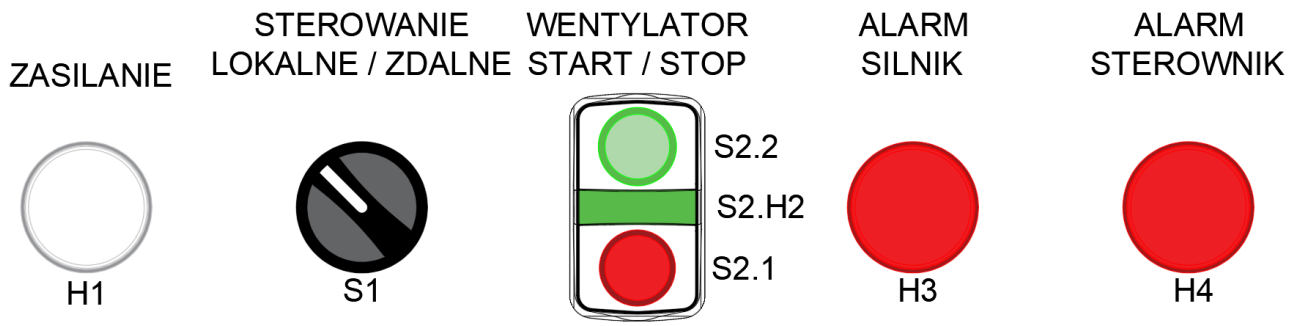
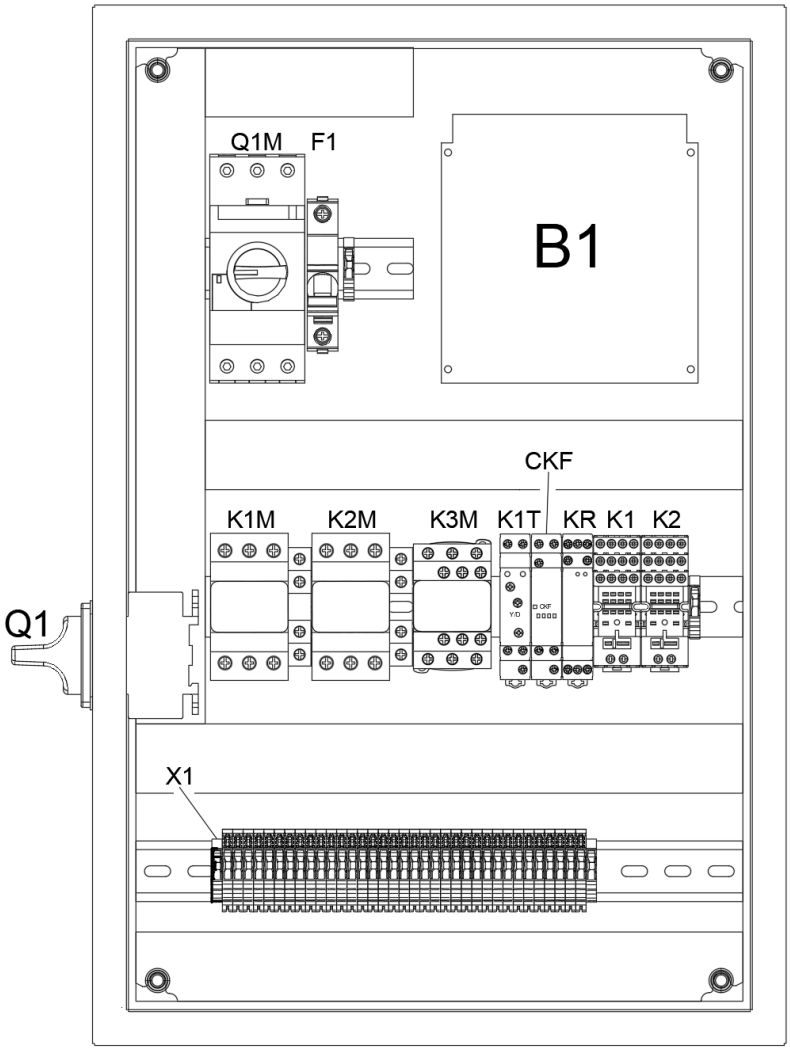
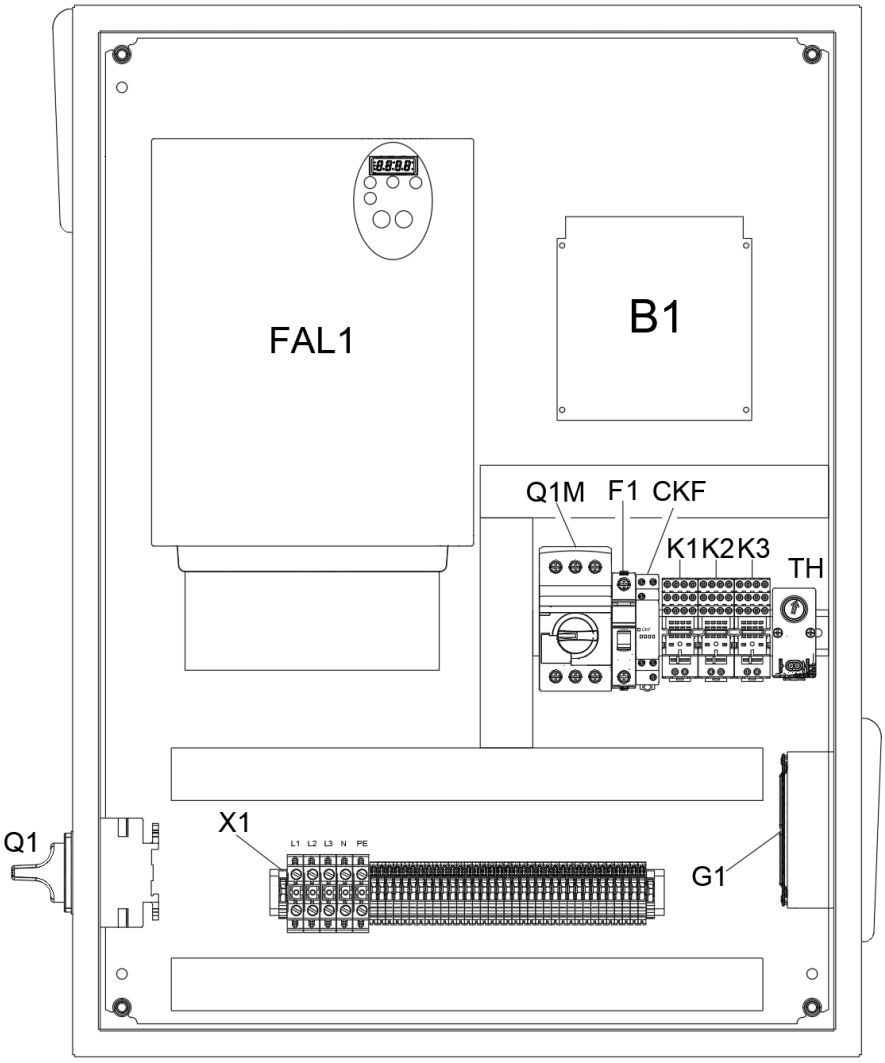

Rysunek 28 Wygląd panelu sterującego
Rysunek 29 Wygląd wnętrza rozdzielnicy elektrycznej z standardowym zasilaniem 3x400V i rozruchem typu Y-Δ
Rysunek 30 Wygląd wnętrza rozdzielnicy elektrycznej z zasilaniem 3x400V poprzez przemiennik częstotliwości (falownik)
Urządzenie może być sterowane (zasilane) poprzez rozdzielnicę elektryczną z układem **rozruchowym Y-Δ** dla urządzeń typu **UFO-A-N** albo z wykorzystaniem przemiennika częstotliwości (**falownika**) dla urządzeń typu **UFO-A-N/R**. w obu przypadkach panel sterujący rozdzielnicy jest taki sam – patrz niżej Rysunek 28.
A. W celu załączenia zasilania ustaw wyłącznik główny **Q1** znajdujący się z boku rozdzielnicy w pozycji **ON** – patrz na Rysunek 29 i Rysunek 30 poniżej. w obwodzie zasilania pojawi się napięcie, a następnie zainicjowana zostanie praca sterownika oraz zaświeci się biała lampka **H1** znajdująca się na panelu sterującym – patrz Rysunek 28 na str. 47 powyżej.
A. Wciśnij przycisk **S2.2 „START”** znajdujący się na panelu sterującym. Praca wentylatora jest sygnalizowana świeceniem lampki zielonej **S2.H2**. Patrz Rysunek 28 na str. 47 powyżej.
A. Wciśnij przycisk **S2.1 „STOP”** znajdujący się na panelu sterującym. Wentylator zatrzyma **się z wolnym wybiegiem** w przypadku **UFO-A-N** albo **po 30 s** w przypadku **UFO-A-N/R**. Lampka zielona **S2.H2** zgaśnie. Patrz Rysunek 28 na str. 47 powyżej.
A. Wyłącz zasilanie ustawiając wyłącznik główny **Q1** znajdujący się z boku rozdzielnicy w pozycji **„OFF”**. Lampka biała **H1** zgaśnie. Patrz na Rysunek 29 na str. 50 lub Rysunek 30 na str. 51.